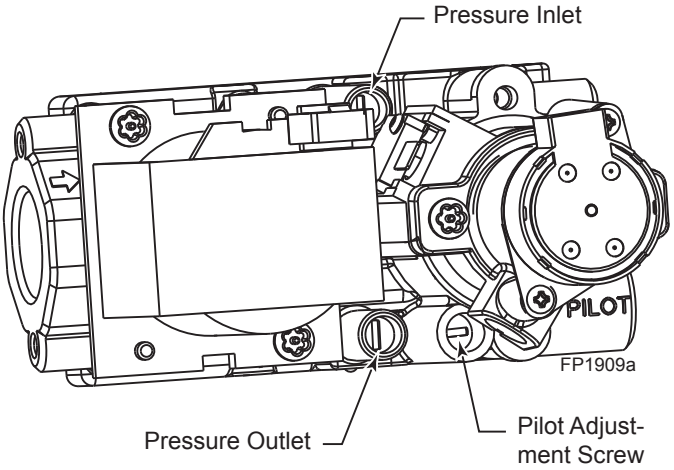

Figure 30 - Signature Command Valve
4. To check gas pressures at valve, turn captured screw counter clockwise 2 or 3 turns and then place tubing to pressure gauge over test point. Turn unit to high. *Figure 30* After taking pressure reading, be sure and turn captured screw clockwise firmly to reseal. Do not over torque. Check test points for gas leaks.